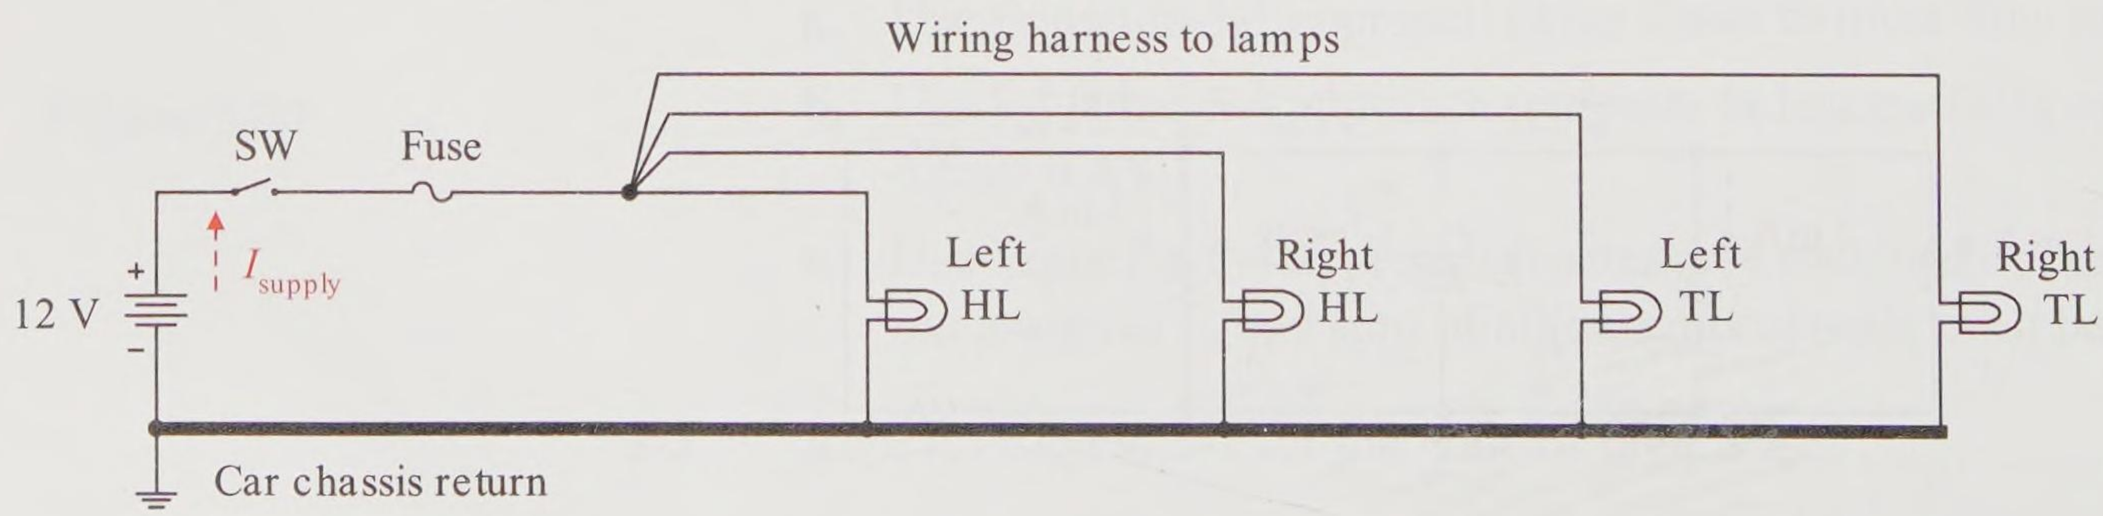

Figure 5-31
5-6 Use the circuit of Figure 5-31, a schematic of an auto's headlight (HL) and taillight (TL) lamp circuit. When turned on, a headlight draws 8 A and a taillight draws 4 A.